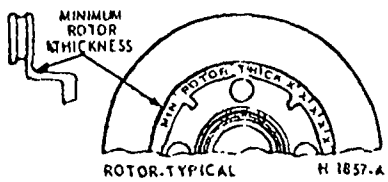

FIG 17 Disc Brake Rotor Minimum Thickness Marking Location
4. The rotor thickness dimensions after refinishing are limited to the minimum thickness shown on each rotor (Fig 17) If the minimum thickness is less than that shown on a rotor either by wear or after refinishing, the rotor must be replaced